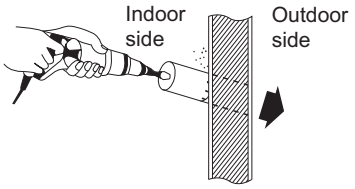

Fig. 2-245
(4) Using a sabre saw, key hole saw or hole-cutting drill attachment, cut a hole in the wall. See Table 2-24 and Fig. 2-245.